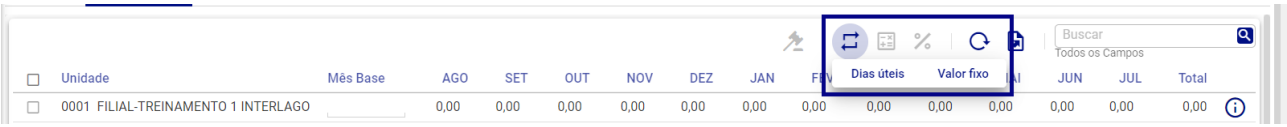

Figura 187: Modalidades: Dias Úteis e Valor Fixo
2. Escolha uma das modalidades (Figura 187):